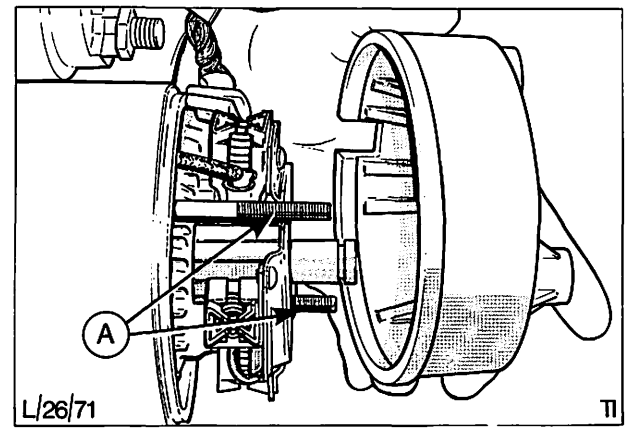

Abb. 84 Kollektorlagerschild abheben
5. Beide Muttern und Scheiben von den Gewindestiften entfernen und Kollektorlagerschild abheben, Abb. 84.